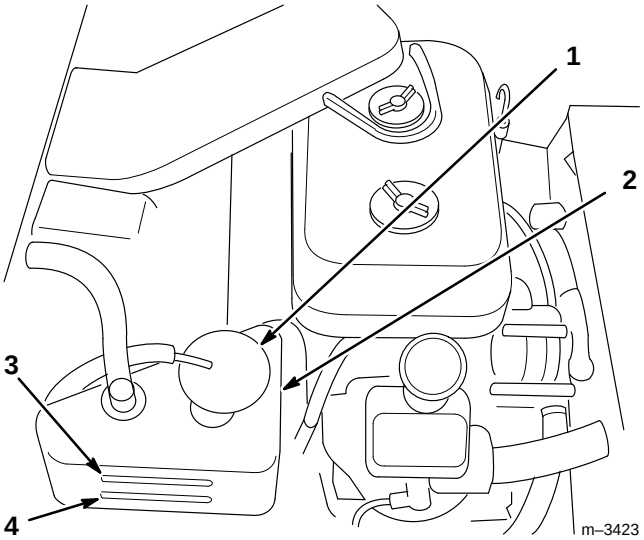

Figure 6
3. Contrôler le niveau de liquide de refroidissement. Lorsque le moteur est froid, le niveau du liquide doit se trouver entre les deux marques du vase d'expansion (Fig. 6).